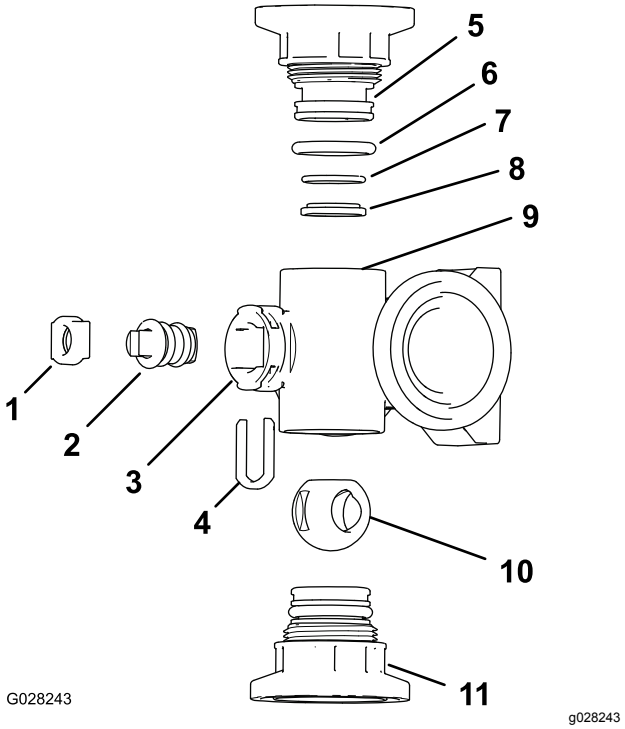
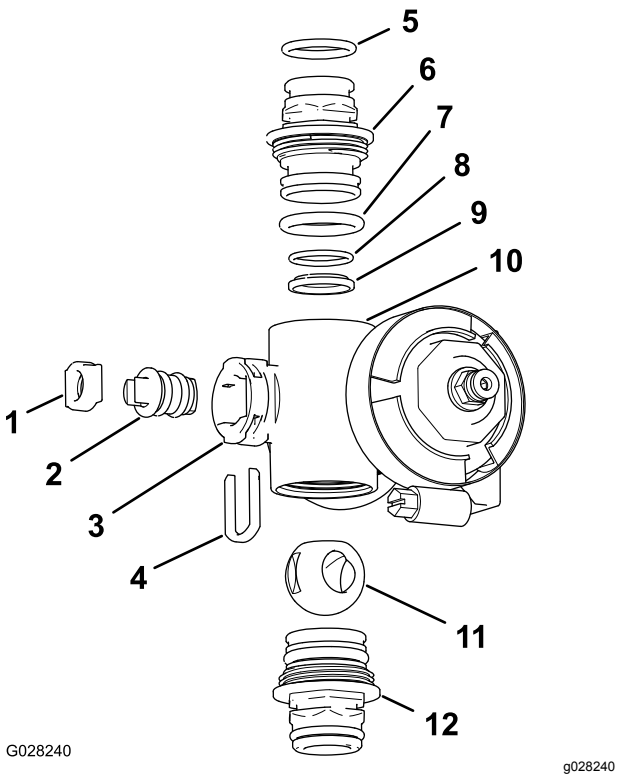

**Figuur 72**
**Figuur 73**
2. Verwijder de 2 dopaansluitingen van de uiteinden van de verdelerbehuizing (Figuur 72 en Figuur 73).
4. Verwijder de houder van de afsluiter uit de openingen in de ventielopening van de verdeler (Figuur 72 en Figuur 73).
5. Neem de houder van de afsluiter en de zitting van de afsluiter uit de verdeler (Figuur 72 en Figuur 73).
6. Neem de ventieleenheid uit de verdelerbehuizing (Figuur 72 en Figuur 73).
1. Controleer de staat van de O-ringen van de uitgaande fitting (alleen spuitboomklepverdeler), de O-ringen van de dopafdichting, de O-ringen van de achterzitting en de kogelzitting op schade of slijtage (Figuur 72 en Figuur 73).
2. Breng smeersel aan op de afsluiter en steek deze in de zitting van de afsluiter (Figuur 72 en Figuur 73).
3. Monteer de afsluiter en de zitting in de verdeler en bevestig de afsluiter en de zitting met de houder van de afsluiter (Figuur 72 en Figuur 73).
4. Zorg dat de O-ring van de achterzitting en de kogelzitting uitgelijnd zijn en op hun plaats zitten in de dopaansluiting (Figuur 72 en Figuur 73).
5. Breng de dopaansluiting aan op de verdelerbehuizing tot de flens van de dopaansluiting contact maakt met de verdelerbehuizing (Figuur 72 en Figuur 73). Draai vervolgens de dopaansluiting nog ⅛ tot ¼ slag. Draai de fitting aan tot 225-282 N·cm